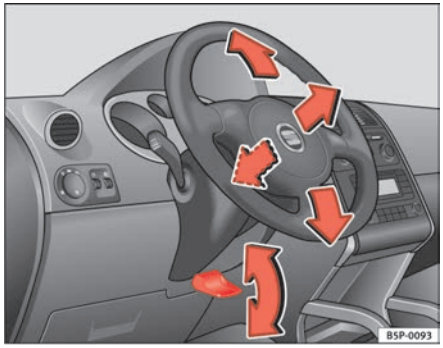

Fig. 132 Adjusting the steering wheel position
– Push the lever under the steering column ⇒ fig. 132 down ⇒ ⚠.